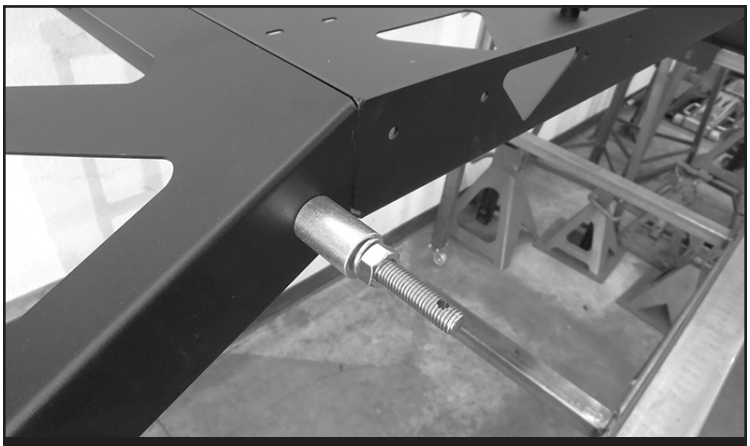

FIGURE 4 - STEP 3
3. Repeat steps on the driver side using the M12 bolt with the hole and FT50829 (Sleeve 1.5” long). Torque to 56 ft-lbs. **SEE FIGURE 4**